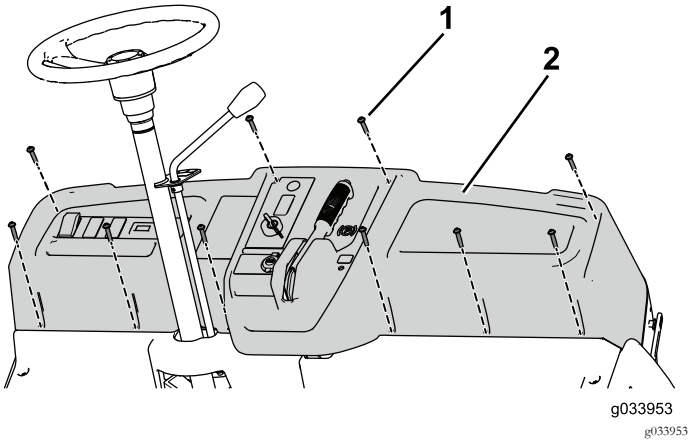

Figura 32
9. Utilize os 10 parafusos (¼" x 1¼") para prender o painel de instrumentos à máquina (Figura 32).